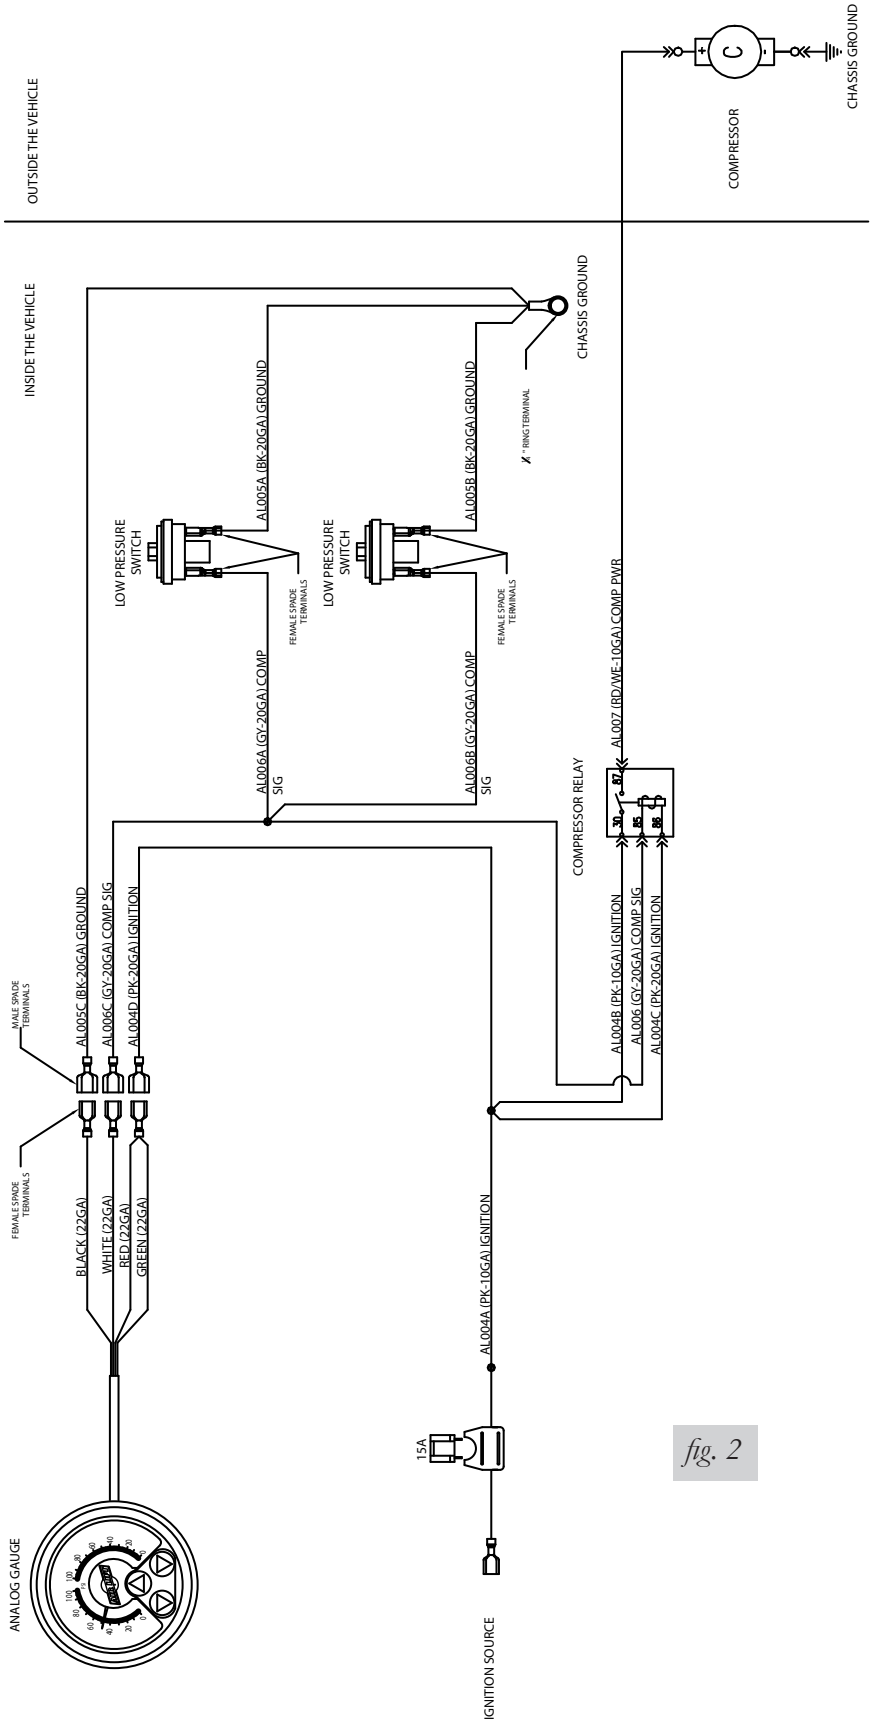

fig. 2
a. Connect the color coded wires to the gauge harness as shown in the attached schematic (fig. 2).
b. Connect the low pressure switch assemblies as shown in the attached schematic (fig. 2).